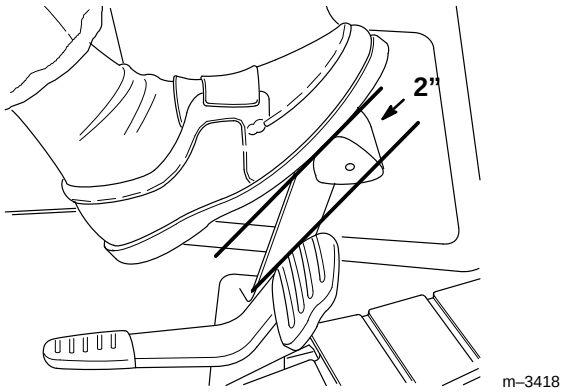

Figure 40
3. Appuyer sur la pédale de frein. Il devrait y avoir une course libre de 5 cm (2”) (Fig. 40) avant que le frein ne commence à agir.